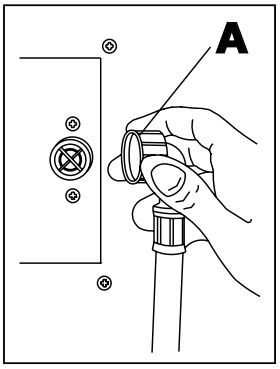

fig. 6
- Conectar al racor de 3/4" Gdel horno el tubo de alimentación del agua enroscando la boquilla (**A** - Fig. 6). Interponer en el circuito un filtro mecánico específico y un grifo de interceptación.